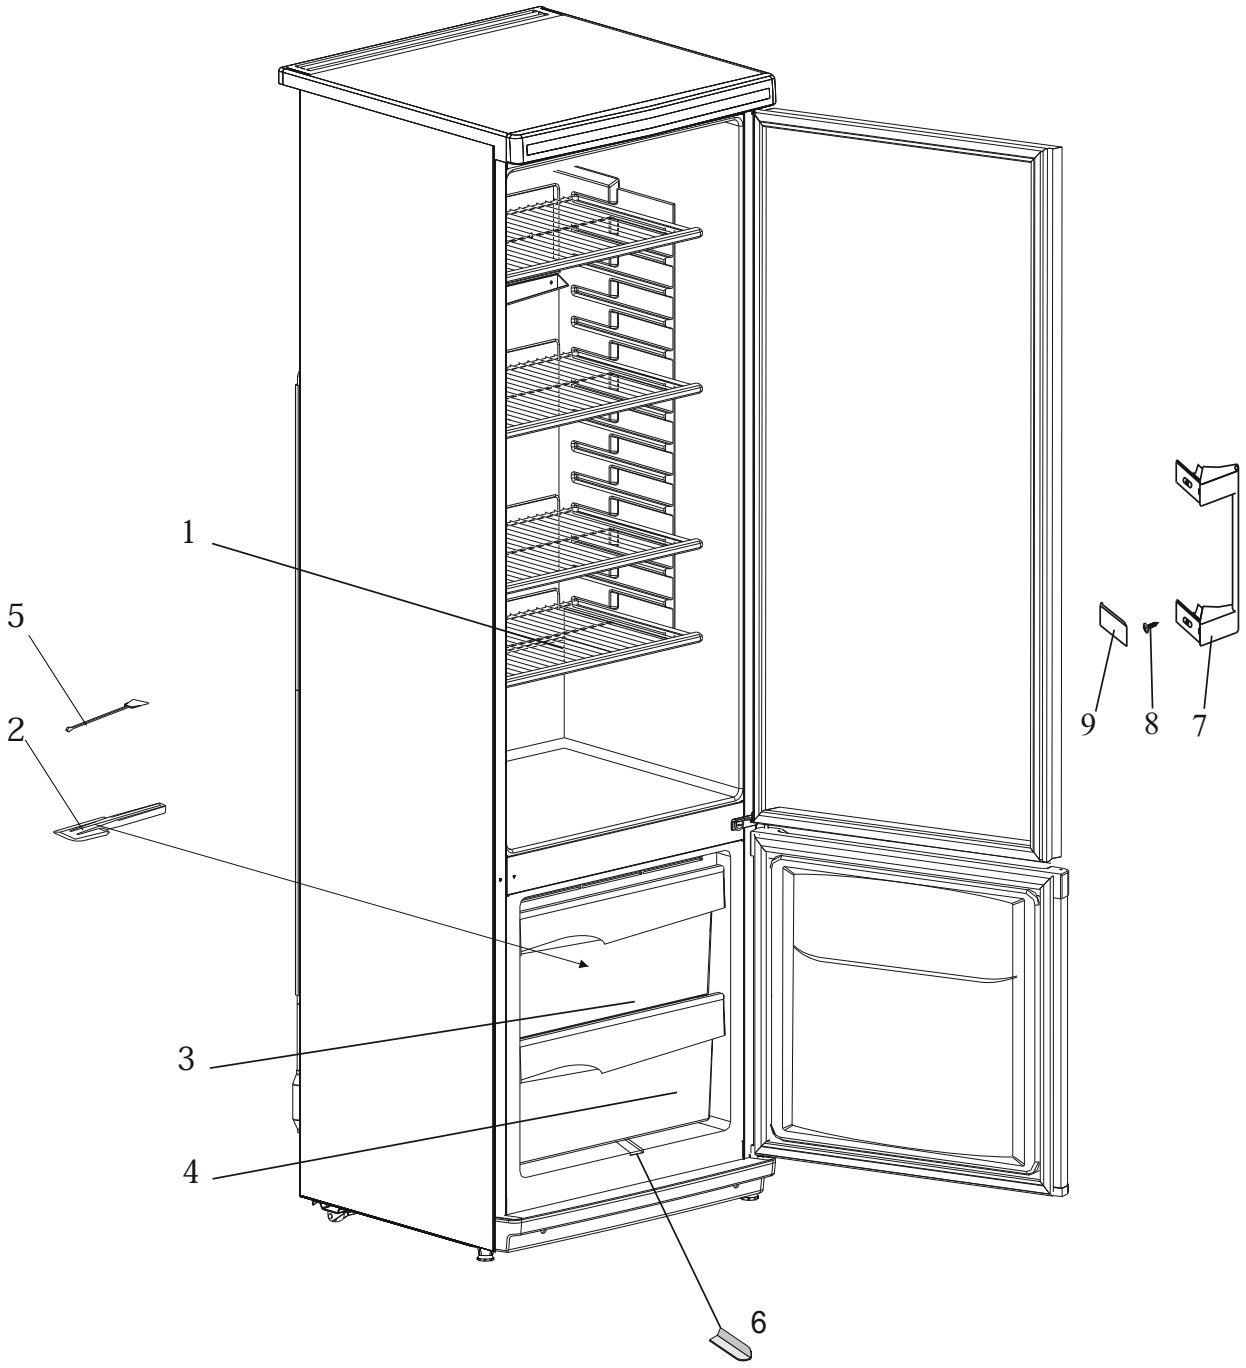

Рис. 1 Схема расположения отделений холодильника
-установить лоток (рис.1) в специальный паз на дне морозильной камеры, направив его в любой сосуд, предварительно установленный на полу.
При образовании незначительного снегового покрова на внутренних поверхностях морозильной камеры его можно удалить с помощью лопатки (рис.1), не приурочивая это ко времени оттаивания морозильной камеры.